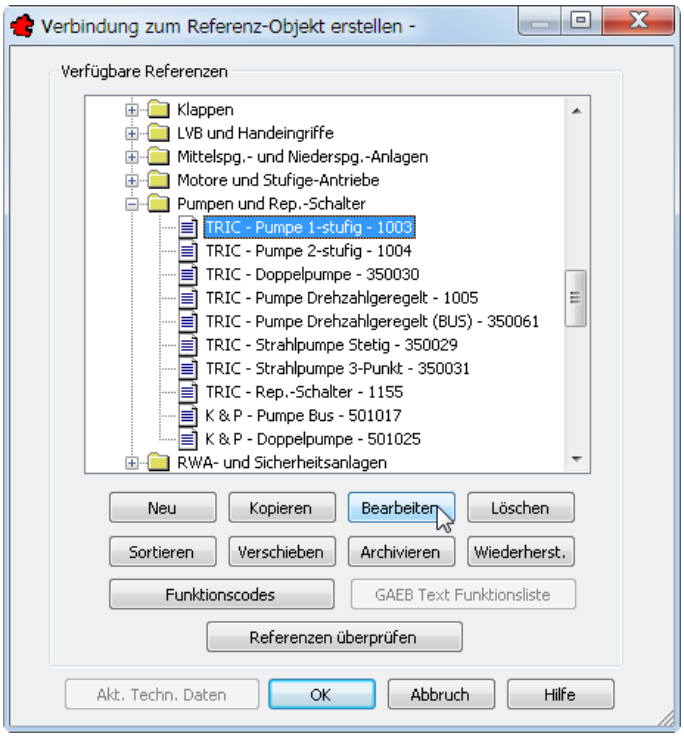

Bild 24.22 – Bearbeiten der Referenzangaben für einzelne Blöcke
- Das Dialogfeld *Verbindung zum Referenz-Objekt erstellen* erscheint. Die Pumpe ist bereits angewählt. Klicken Sie hier auf die Schaltfläche *Bearbeiten* (Abb. 24.22).